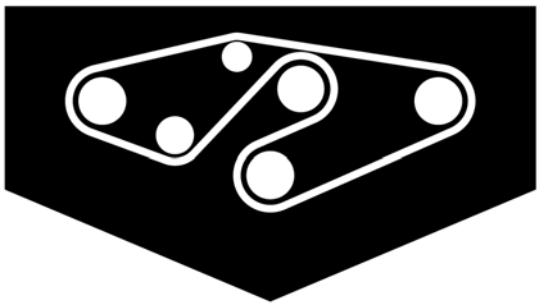

Figuur 38
4. Leg de nieuwe riem rond de aspoelies en de spanpoelie, zoals wordt getoond in Figuur 38.